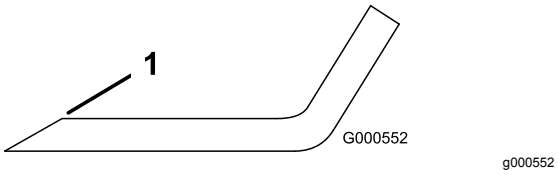

Figur 104
1. Anvend en fil til at slibe begge ender af skærekniven (Figur 104).
Bemærk: Hvis kniven ikke er afbalanceret, skal der slibes lidt mere metal af sejlområdet (Figur 104).